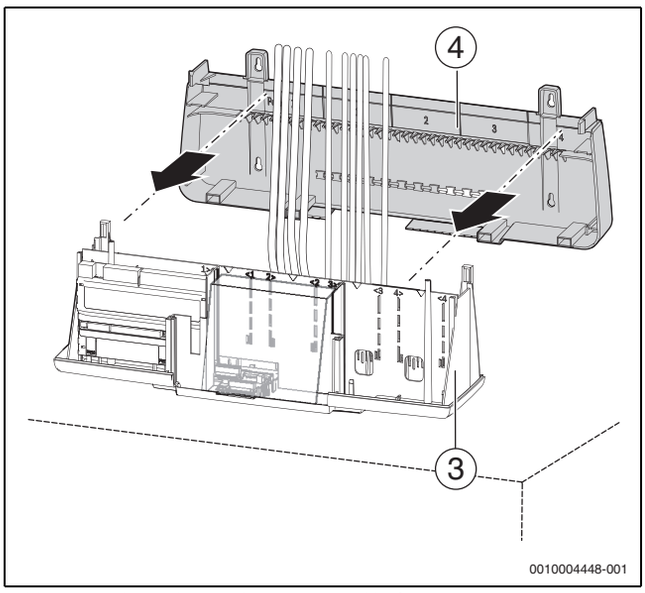

Bild 37 Rückwand am Gehäuseunterteil befestigen
- ▶ Rückwand (→ Bild 37, [4], Seite 33) am Gehäuseunterteil [3] befestigen.